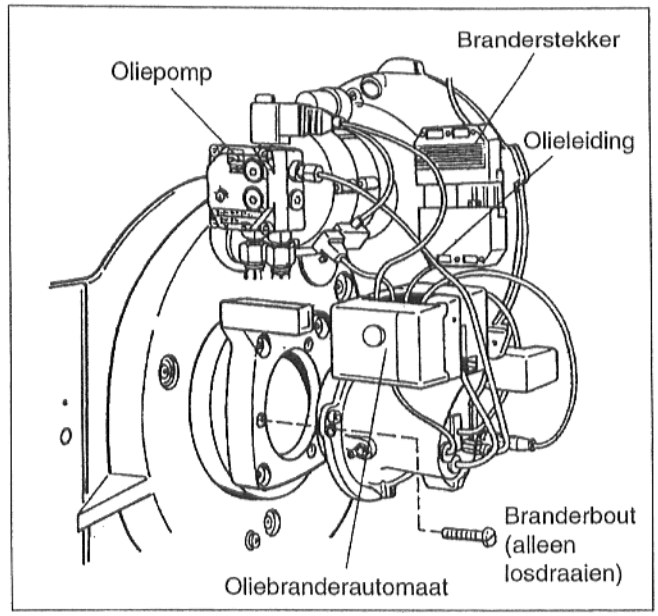

Afb. 12 Demontage
- Branderstekker uittrekken (afb.12).
- Olieleiding van de oliepomp afschroeven (afb. 12).